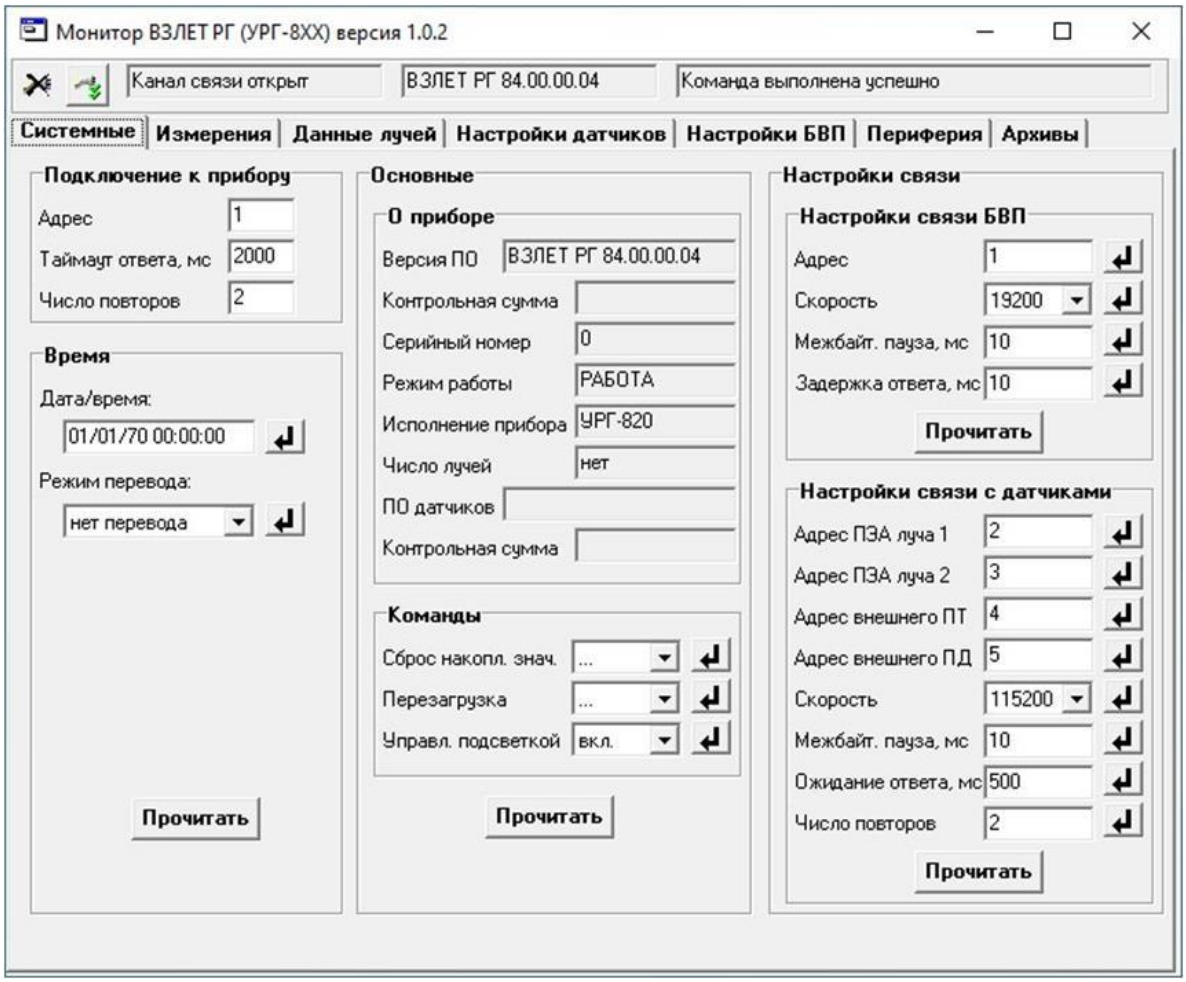

Рисунок 20 - Основное окно программы после установления связи с расходомером.
6.1.3 После настройки параметров связи нажать кнопку, в командной строке появятся сообщения: «**Канал связи открыт**», «**Команда выполнена успешно**» и номер программного обеспечения расходомера (см. рисунок 20), а кнопка включения изменит свой вид:.